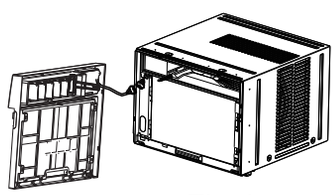

Fig.4
6. Déconnectez le connecteur de la plaque d'affichage de l'unité et placez le panneau avant sur le côté (voir Fig.4).